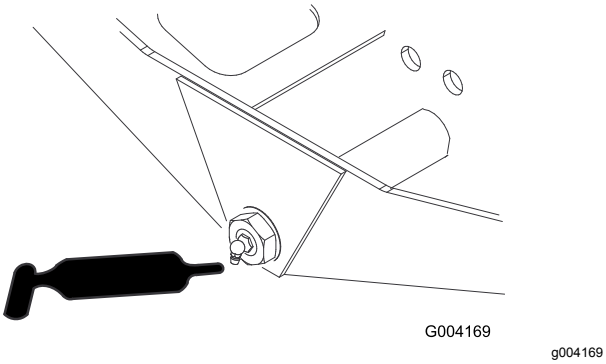

Figur 81
- Axelns styrtapp (1) (Figur 81)